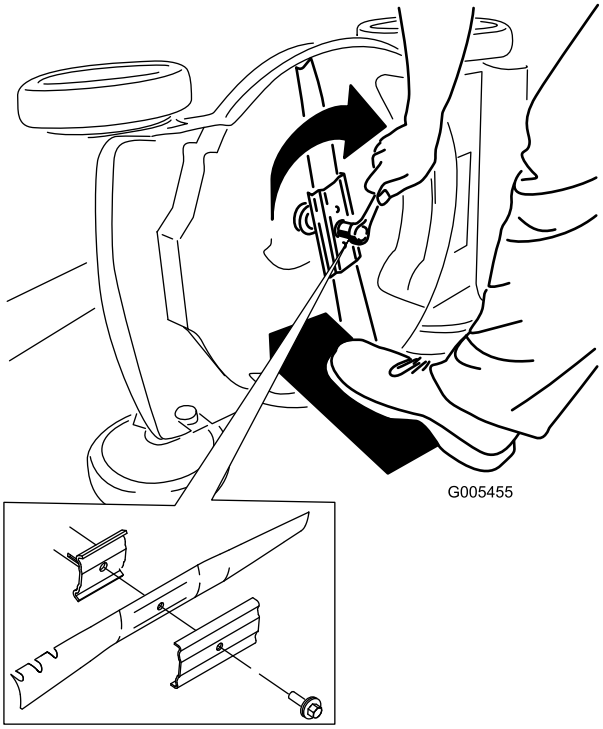

Figura 37
5. Instale lâmina nova e todo o equipamento de montagem (Figura 37).